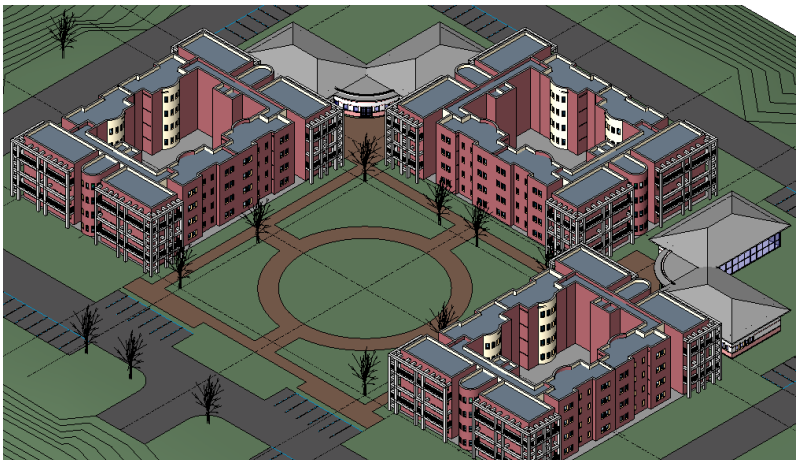

Figure 16-80 *The 3D view of the completed Apartment Complex project*
11. You will notice that all the linked projects have been placed at the base level, **Level 1**. Select all the linked models and move them vertically upward by 10'0"(3000mm) using the elevation views. The site plan of the completed project appears similar to the sketch view given for the site plan of this tutorial. The 3D view of the project looks similar to the illustration given in Figure 16-80.